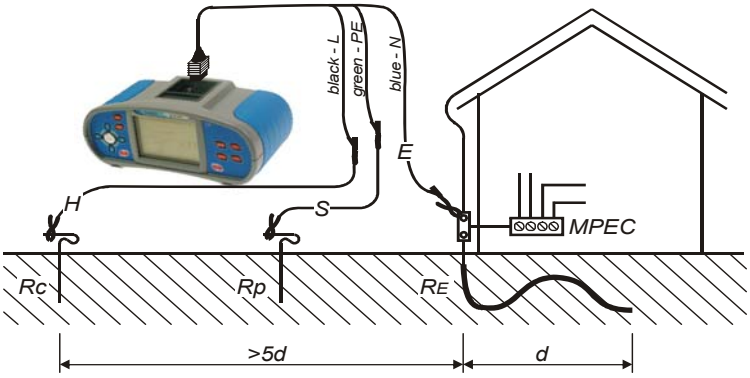

Рисунок 5.29 – Сопротивление заземления, 3-х проводное измерение сопротивления заземления.
- **Подключите** испытательные провода и испытываемому объекту (см. *рис. 5.29, 5.30*).